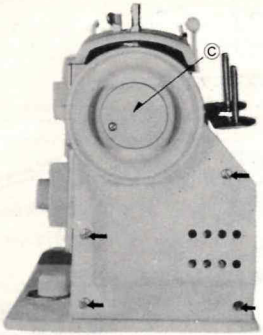

Fig. 100
(1) Remove four screws holding rear cover (Fig.100) by tipping it out at the bottom and pivoting around the hand wheel away from the front of the machine.
(2) To adjust "V" belt, loosen screws (A, Fig, 101) and move bracket B up to loosen belt and down to tighten.
(3) To remove "V" belt:
- (A) Remove top cover.
- (B) Loosen clutch (C, Fig.100)